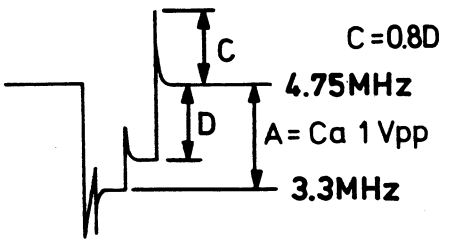

Fig. 5.1 24 416 A16
- Subsequently, adjust 3044 so that the amplitude of the overshoot (C) is equal to 80 % of the difference in voltage between black and white (D). Refer to Fig. 5-1.
- Vervolgens met 3044 de overshoot (C) zodanig instellen dat deze 80% is van het spanningsverschil tussen zwart en wit (D) zie fig. 5-1.